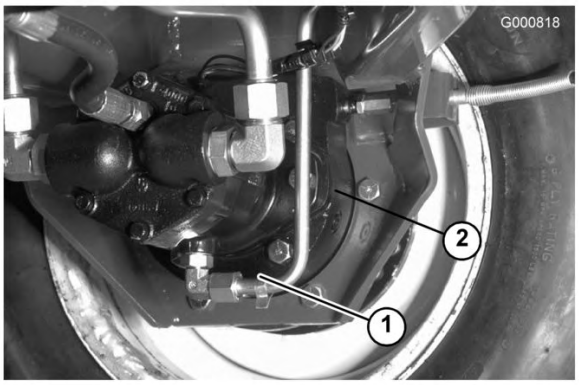

Figura 69
3. Retire ambos os tampões que se encontram no fundo da estrutura dos travões e deixe o óleo escorrer para o recipiente (Figura 69).